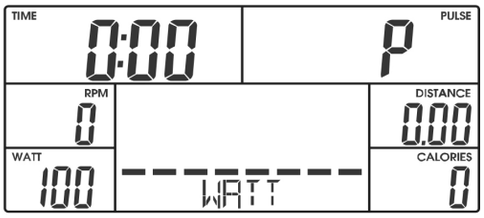

Figure 28
(3) Entrer la valeur cible en watts à l'aide des touches +/- et validez en appuyant sur la touche MODE (figure 28).